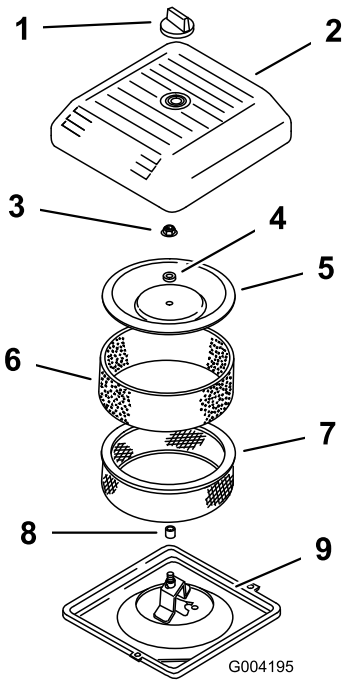

Rysunek 18
2. Odkręć pokrętło i zdejmij osłonę filtra powietrza (Rysunek 18).
3. Ostrożnie wysuń piankowy filtr wstępny z wkładu papierowego (Rysunek 18).
4. Odkręć nakrętkę pokrywy i zdejmij pokrywę, przekładkę i filtr papierowy (Rysunek 18).
2. Umieść zespół filtra powietrza w podstawie filtra powietrza (Rysunek 18).
3. Zamocuj pokrywę, podkładkę i zabezpiecz nakrętką pokrywy (Rysunek 18). Dokręć nakrętkę z momentem 11 N-m.
4. Załóż pokrywę oczyszczacza powietrza i zamocuj pokrętłem (Rysunek 18).